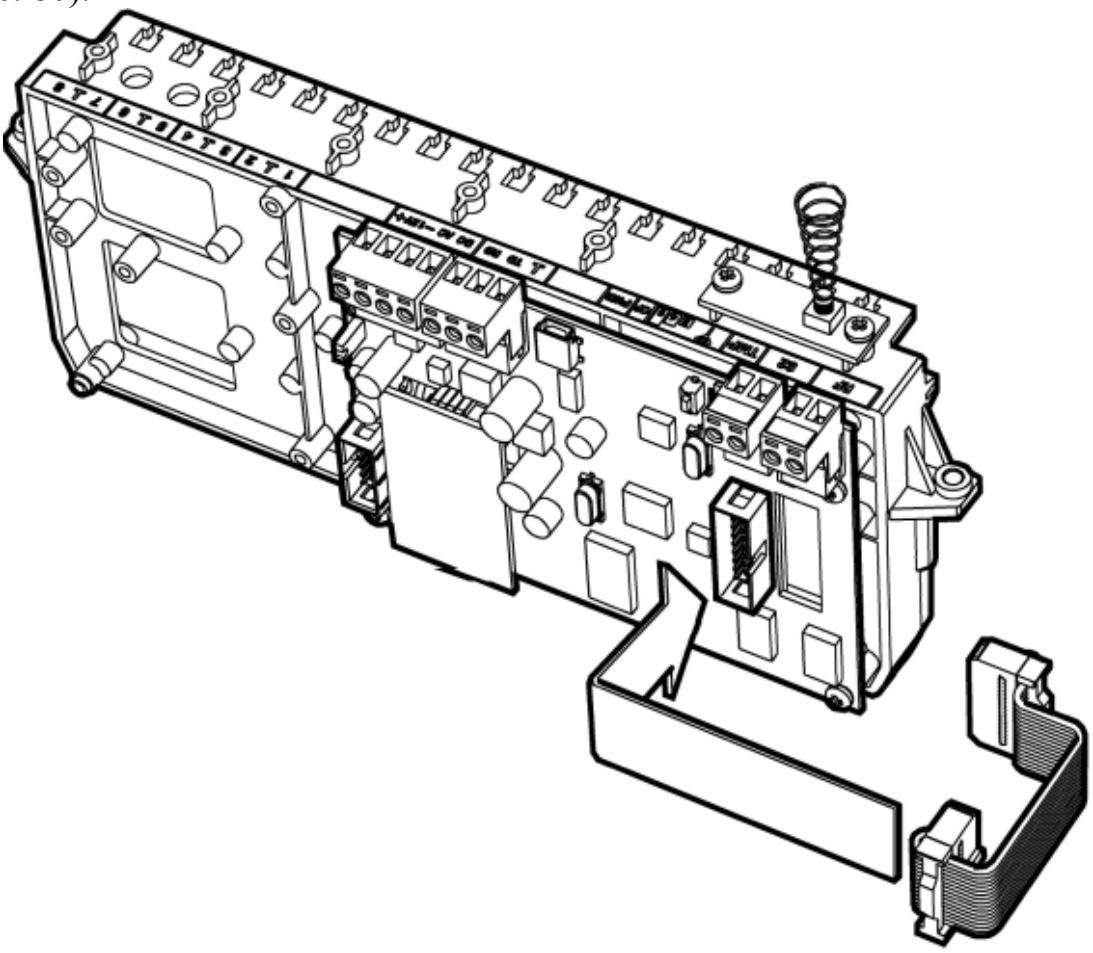

Рис. 80
2. Подключите интерфейсный кабель из комплекта поставки радиомодема к управляющей плате, пропустив его через отверстия в плате и держателе (Рис. 80).